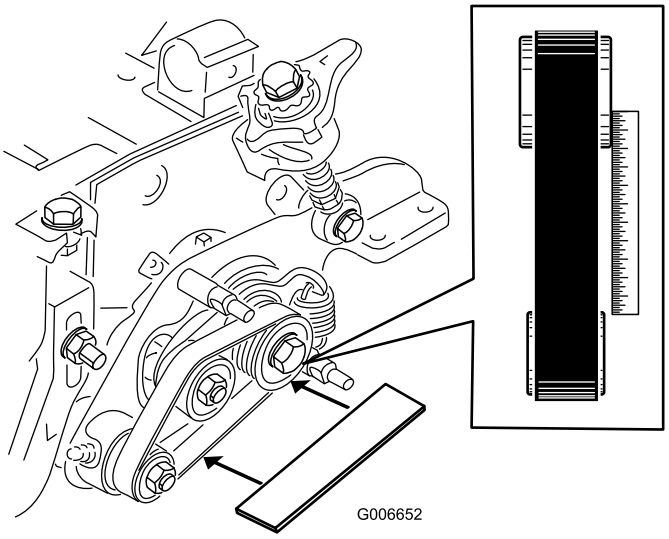

Figur 27
- Legg en rett kant langs den ytre siden av **lederullen** (Figur 27).